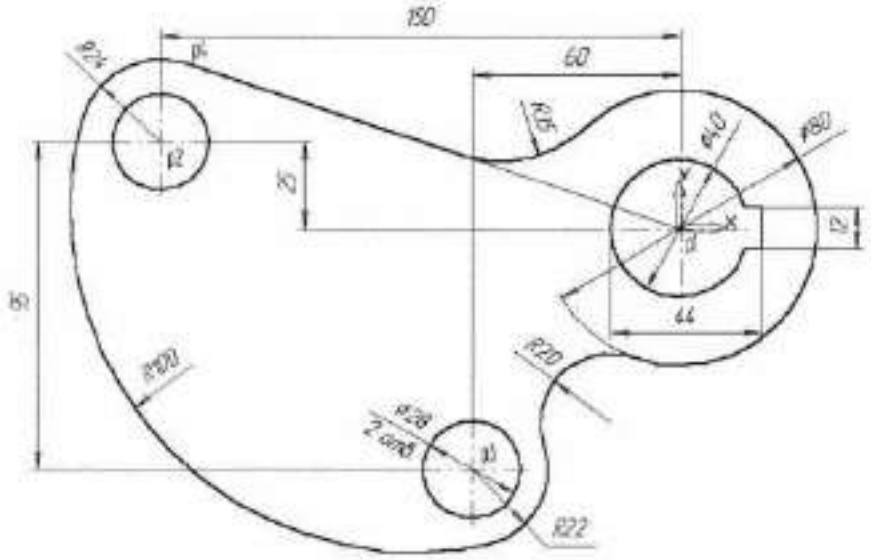

Рис. 116
Задание. Выполните чертеж детали «Шаблон», изображенный на рис. 116.
30. Используя чертеж детали на рис. 116 в качестве образца, проставьте все необходимые размеры. При простановки некоторых радиусов будет необходимо укоротить размерную линию. Для этого воспользуйтесь кнопкой ***Усечь кривую двумя точками.*** Эта кнопка расположена на странице ***Редактирования***. Воспользуйтесь Панелью расширенных команд, активизировав кнопку ***Усечь кривую***.